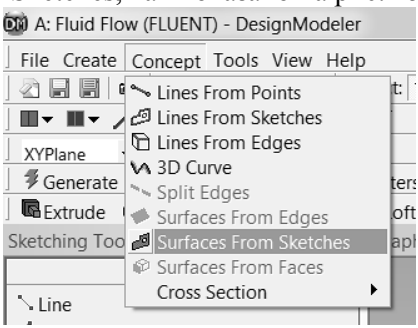

Рис. 15.
1) Для создания поверхности выбираем в меню Concept, а затем Surface From Sketches, как показано на рис. 15.